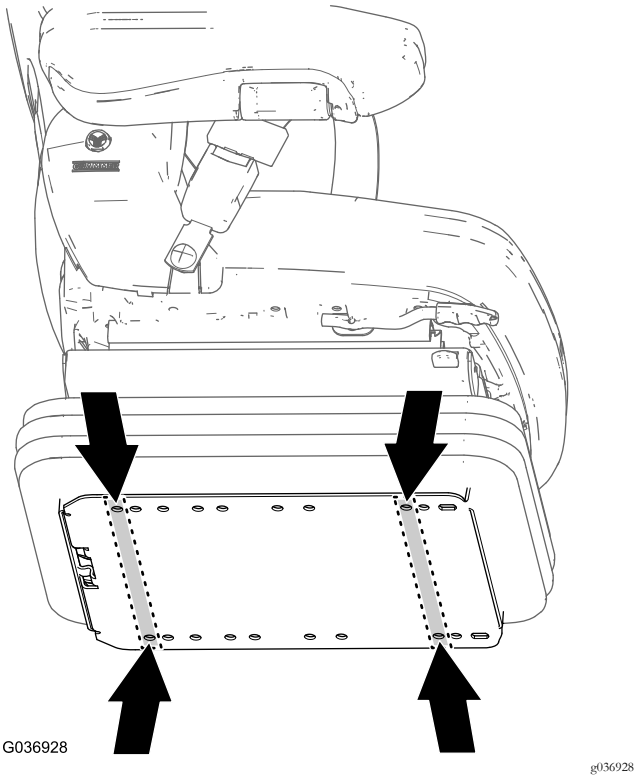

Figura 16
1. Nella piastra inferiore del nuovo sedile, individuate i fori di montaggio del sedile per la vostra macchina (Figura 16).